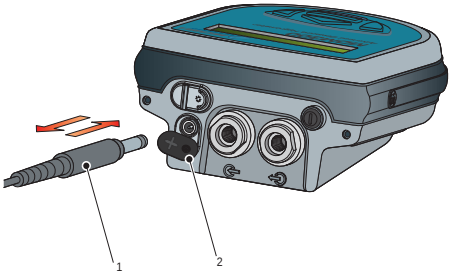

Figure 3.8 *Connect battery charger*
Loosen the securing screw using the supplied allen screw and swing aside the sealing cover (2). Insert the battery charger connector (1) into the charger connector as shown in Figure 3.8.